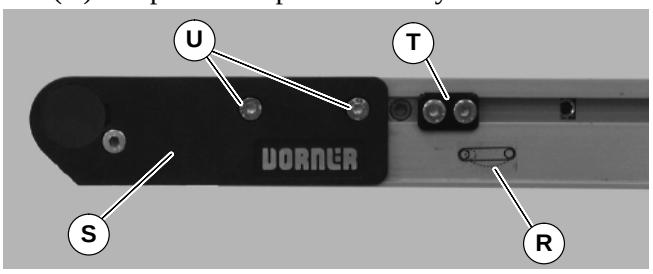

Figure 18
3. On tension end of the conveyor, identified with a label (R of Figure 18), push in head plate assembly (S): On both sides of conveyor, loosen and move cam tracking assemblies (T) (if equipped) away from head plates, then loosen fastening screws (U) and push head plate assembly inward.